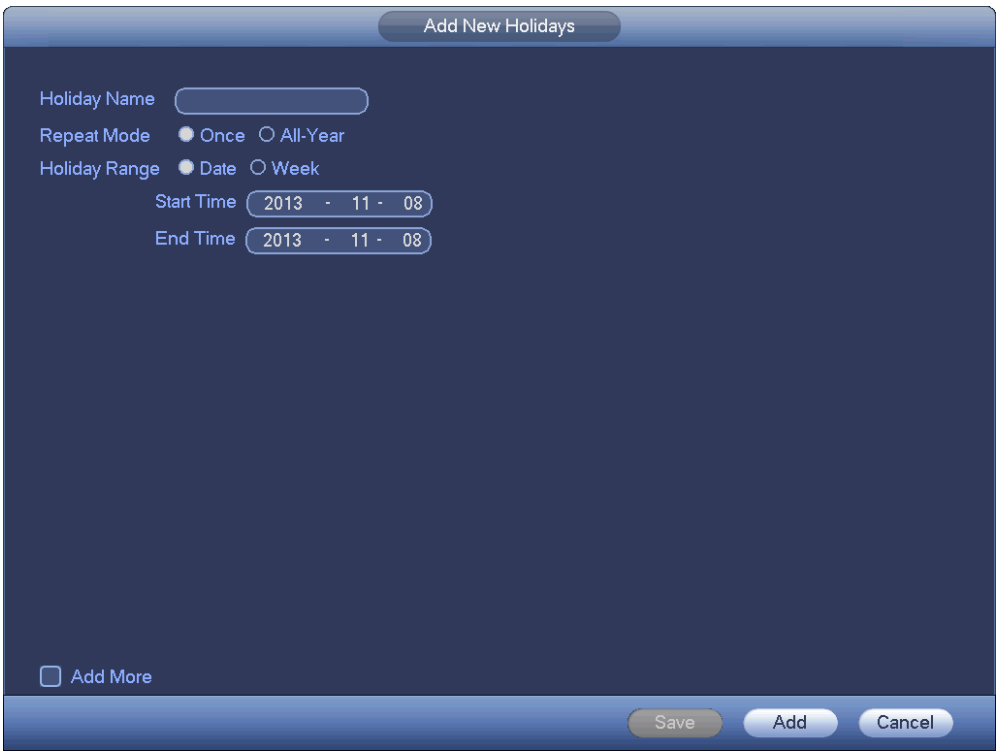

Figure 4-79
b) Click Add new holiday button, you can see an interface shown as in Figure 4-79. Here you can set holiday date name, repeat mode, start time/end time and etc.